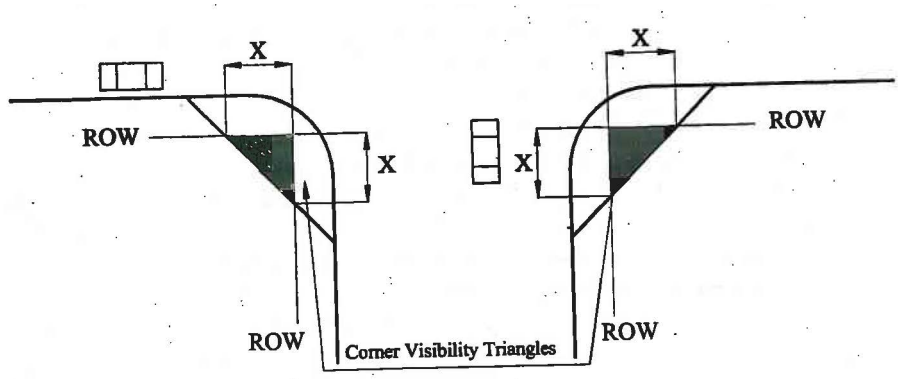

FIGURE 11.14: Corner Visibility Triangle for an Intersection
1. The corner visibility triangle is defined at an intersection by extending the two ROW lines from their point of intersection to a distance as shown on Table 11.8. These two points are then connected with an imaginary line to form the corner visibility triangle as shown in Figure 11.14. If there are no curbs existing, then the triangular area shall be formed by extending the property lines for a distance of thirty feet (30') from their point of intersection.